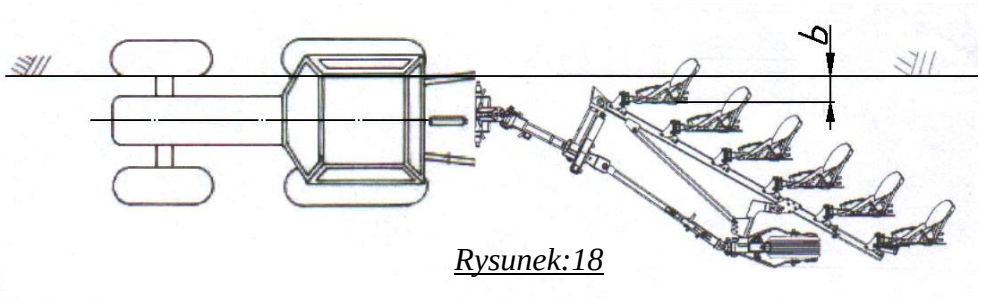

*Rysunek:18*
- ustaw szerokość orki pierwszego korpusu śrubą rzymską **1** przesuwając ramę z korpusami tak, aby dziób lemiesza pierwszego korpusu znalazł się w odległości równej nominalnej szerokości **b (***Rysunek 18)* korpusu od ścianki bruzdy poprzedniego przejazdu